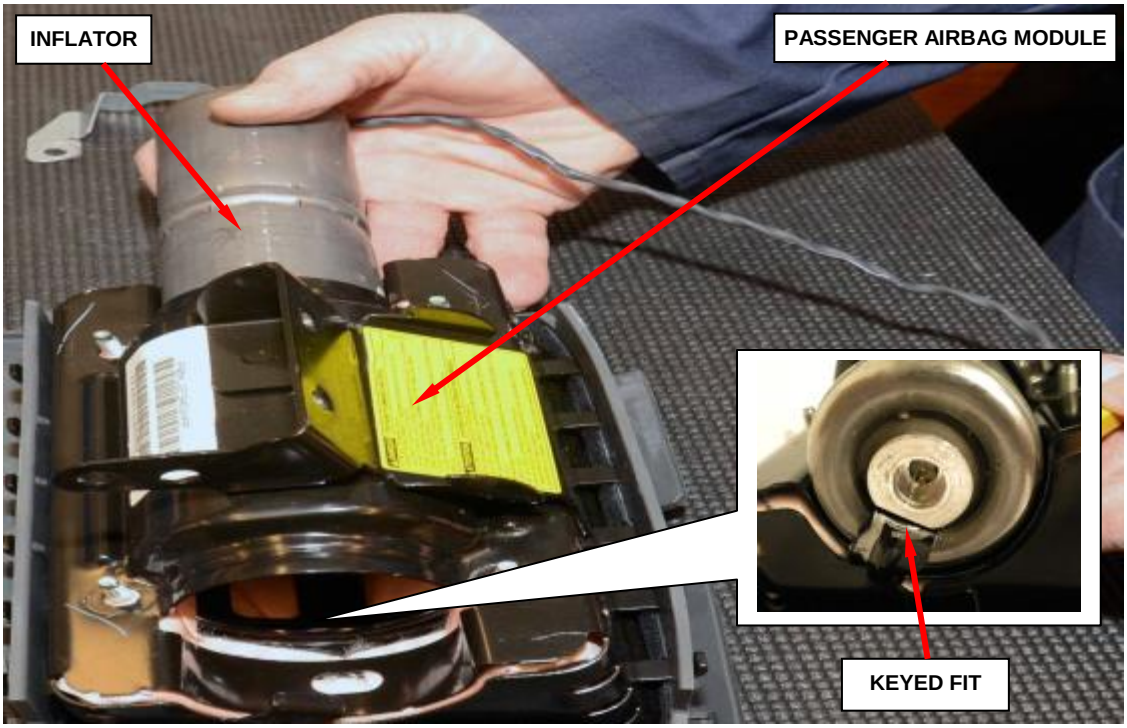

Figure 78 – Passenger Airbag Inflator to Housing
f. Slide the inflator out of the passenger airbag module (Figure 78).
g. Slide the new inflator into the passenger airbag module (Figure 78).
NOTE: The inflator is keyed to fit into the housing (Figure 78).